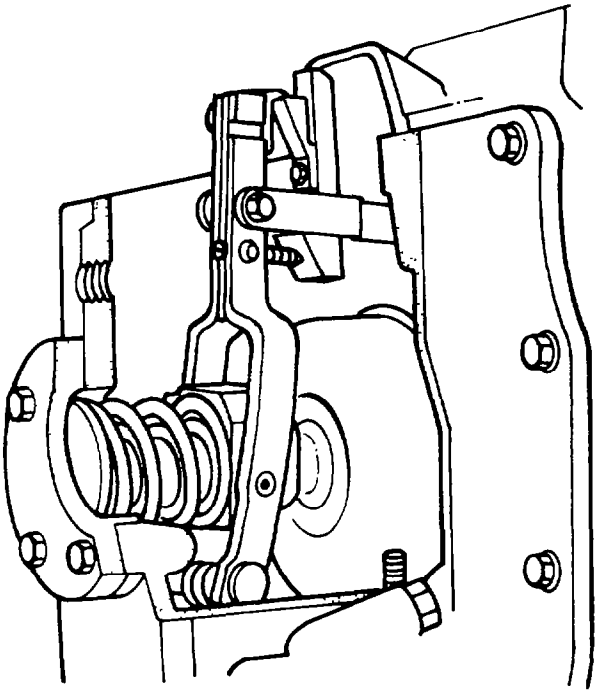

Fig. 116 — Cam Nose/Stop Plate Relationship at Stop Plate Vertical Set Point
h. Install the adjusting screw into the threaded hole in top of the stop plate and set the vertical position of the stop plate and cam nose for a required flow of 100.5 ± 2.5 – 104.5 ± 2.5 cc/500 strokes or 60.5 ± 1.5 – 63 ± 1.5 cc/300 strokes (see fig. 116).